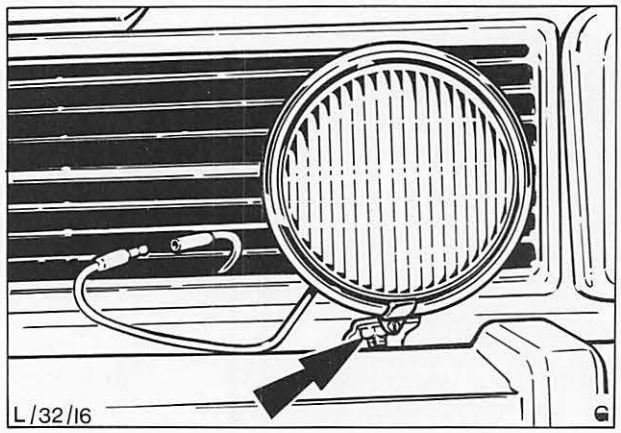

Abb. 38 Kabel zum Weitstrahler trennen. Befestigungsmutter des Weitstrahlers (Pfeil)
2. Kabelstrang zum Weitstrahler trennen, Abb. 38.
3. Mutter des Weitstrahlers lösen und Weitstrahler vom Halter abbauen, Abb. 38.